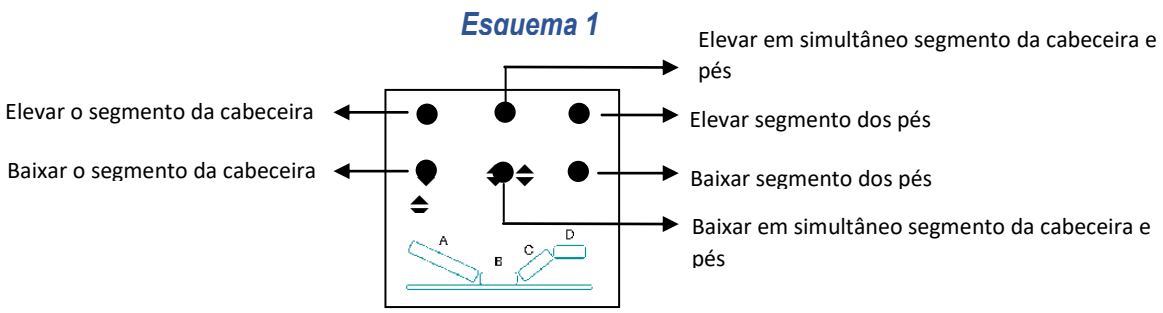

Figura 1
- As articulações das camas/estrados são efetuadas eletricamente por meio de motor/comando (ver figura 1).